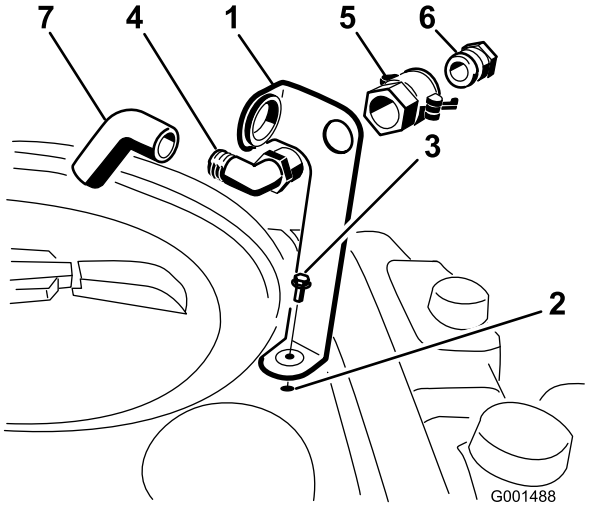

Figur 3
1. Plasser påfyllingsbeholderknekten over det gjengede hullet i tanken og fest den med flenshodeskruen (5/16 x 3/4 tomme) (Figur 3).
2. Plasser den gjengede enden av 90-graders vinkelrøret gjennom knekten og gjeng hurtigkobleren på den, så du fester den til knekten (Figur 3).
3. Monter slangeadapteren på hurtigkobleren (Figur 3).
4. Lås adapteren på plass ved å svinge spakene mot adapteren og deretter feste dem med hårnålssplintene (Figur 3).
5. Monter antihevertslangen gjennom den store åpningen på braketten og inn på 90-graders vinkelrøret med mothaker (Figur 3).